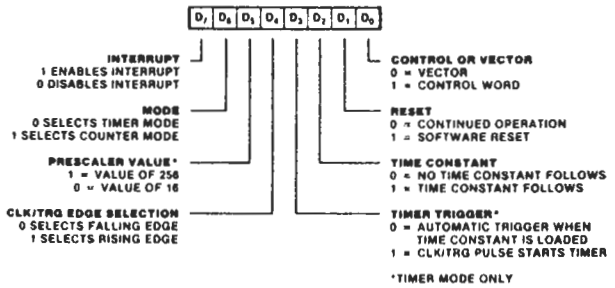

**Figure 5. Channel Control Word**
**Channel Control Word Programming.** The channel control word is shown in Figure 5. It sets the modes and parameters described below.